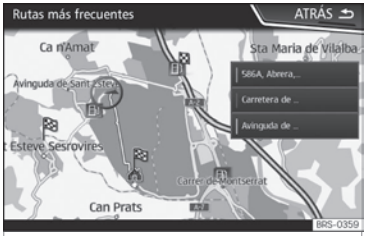

Fig. 229 Navegación predictiva
- En la pantalla principal del Menú de navegación, pulse en la ventana emergente la tecla Rutas frecuentes. Para visualizar las rutas habituales pulse el botón Mostrar en mapa ››› **fig. 229**.